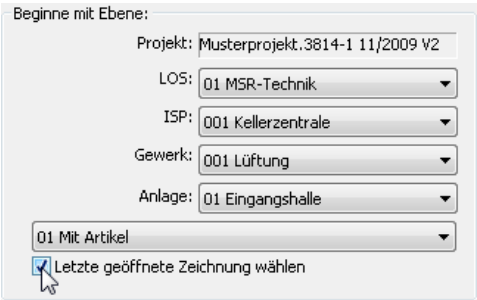

Bild 23.4 – Globales Editieren der zuletzt geöffneten Zeichnung
- Rufen Sie die *Skripte* aus der Zeichnungsverwaltung auf und aktivieren Sie in der Ebenen-Auswahl einfach nur die Option *Letzte geöffnete Zeichnung wählen* (Abb. 23.4).